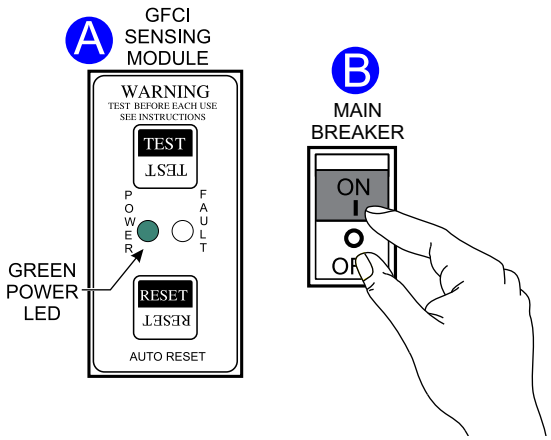

Figure 22. Green Pwr. Status LED (ON)
7. Once engine has started, the **GREEN** power LED (Figure 22**A**) on the GFCI sensing module will turn on for 5 seconds. Place the main circuit breaker (Figure 22**B**), in the **ON** position while the **GREEN** power LED is on.